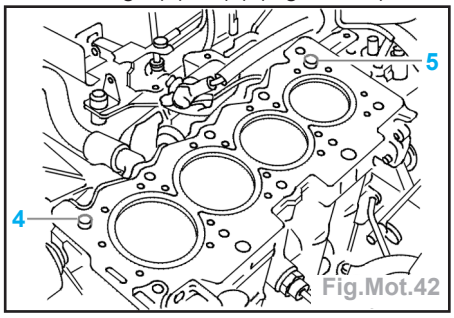

Fig.Mot.42
- Vérifier la présence des deux goupilles de centrage (4) et (5) (Fig.Mot.42).